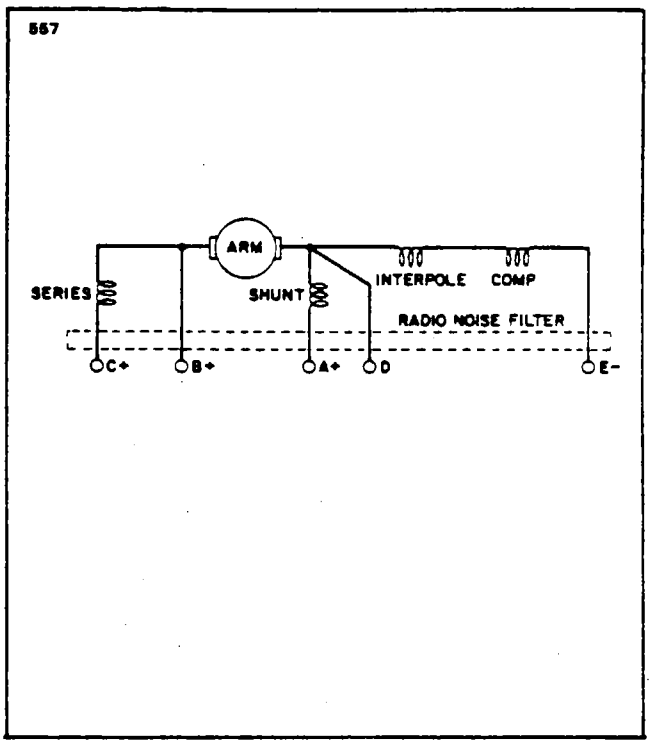

Figure 11-4. Electrical Connections of Starter-Generator
k. Install fan (10) and secure with nut (11). Tighten nut to 100 to 120 inch-pounds.
l. Install brushes (8) and secure brush and field leads with appropriate screws (7). Make electrical connections per Figure 11-4.
m. Install brush cover (6) and secure with appropriate screw (7). Cover may be assembled in any angular position.
n. Install fan cover (5); then position so that grooves will accomplish a locking effect. Turn clockwise or counterclockwise to lock.